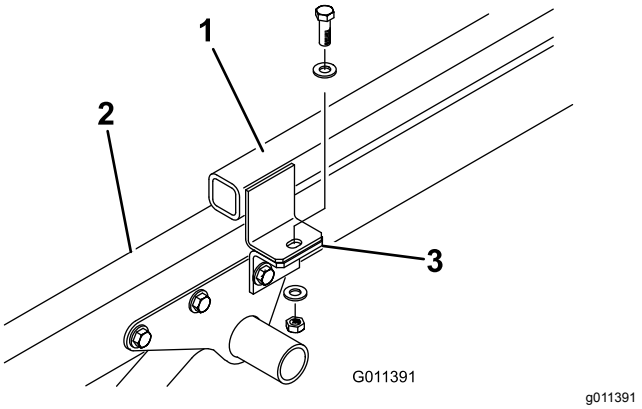

Figur 6
3. Fjern hodeskruen, de to flate skivene og låsemutteren som fester hver tilbehørsbrakett til tappene til koblingsrammen (Figur 6).